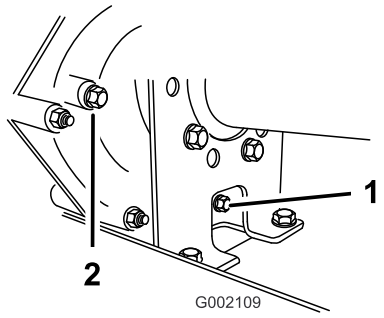
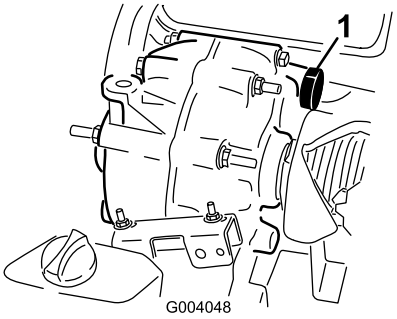

Figura 65
Figura 66
2. Pulite la superficie attorno al tappo di riempimento e di spurgo con un panno (Figura 65).
4. Estraete il tappo di riempimento facendolo girare in senso antiorario (Figura 65).
5. Estraete il tappo di spurgo facendolo girare in senso antiorario (Figura 65).
6. Installate e serrate il tappo di spurgo e la guarnizione del foro del tappo di spurgo della trasmissione (Figura 65).
7. Riempite il serbatoio (Figura 66) attraverso il foro del tappo di riempimento con l'olio specificato o finché il livello dell'olio della trasmissione non raggiunge la parte inferiore della filettatura. (Figura 65).
8. Installate e serrate il tappo di riempimento e la guarnizione del foro del tappo di riempimento della trasmissione (Figura 65).
10. Controllate il livello dell'olio e aggiungetelo se risulta inferiore alla del foro del tappo di riempimento (Figura 65).